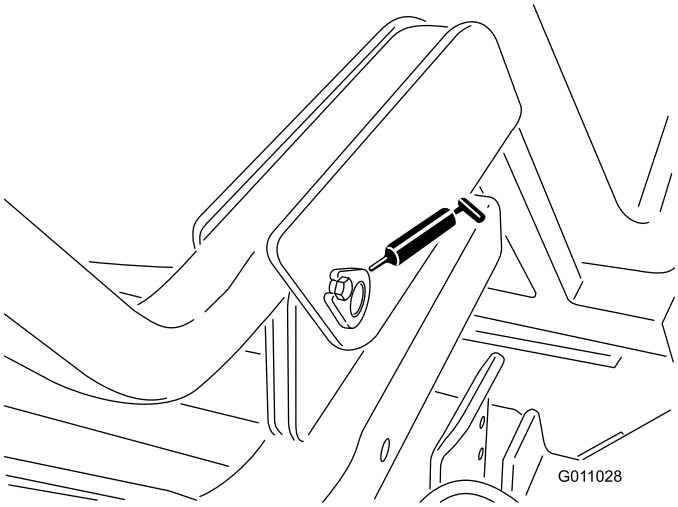

Figur 35
- Tragtbeholderens drejetap (nedre) (2) (Figur 35).